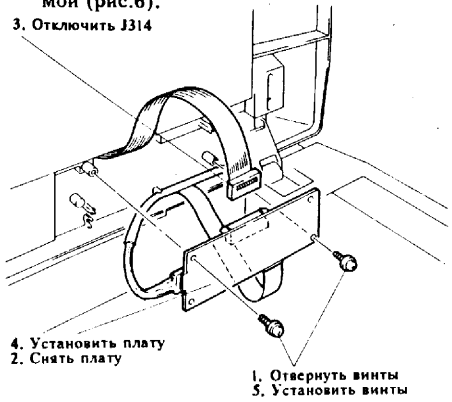

Рис.6. Отключение J314
6. Отключить J314 от I/F платы для считывания карточки с интегральной схемой (рис.6).